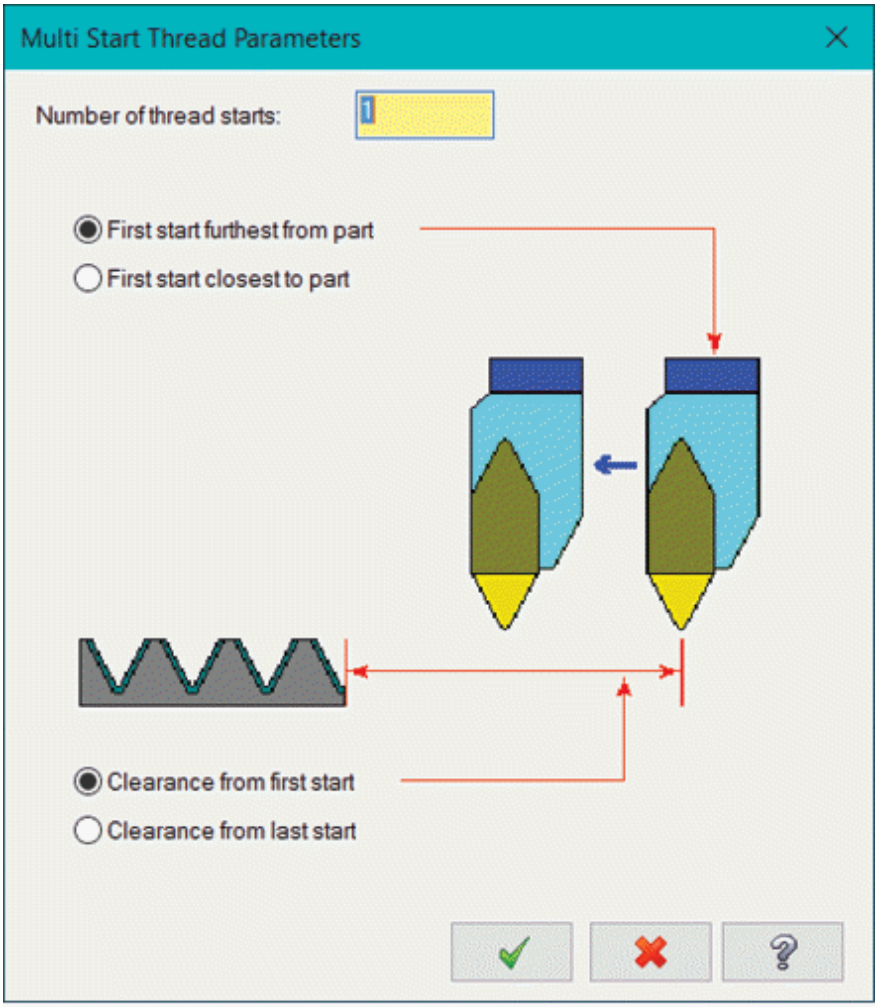

Figure-78. Multi Start Thread Parameters dialog box
- If you want to create multi start threads then select the check box adjacent to **Multi Start** button and click on the **Multi Start** button; refer to Figure-78.